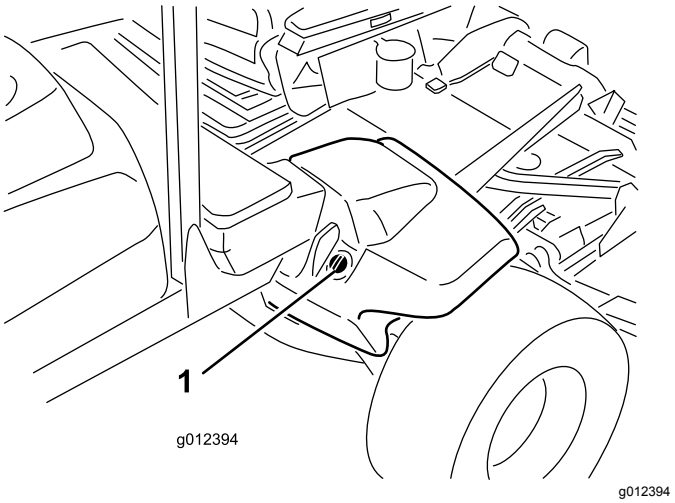

**Figur 17**
2. Gör rent omkring påfyllningsröret och hydraultanklocket (Figur 17). Skruva av tanklocket på påfyllningsröret.